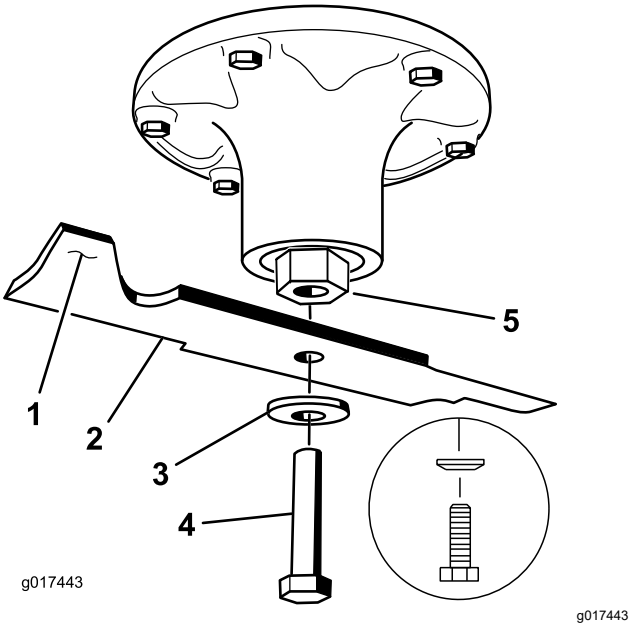

Figuur 78
2. Verwijder de mesbout, de klemring en het mes van de spilas (Figuur 78).
1. Monteer het mes op de as (Figuur 78).
2. Monteer de klemring en de mesbout (Figuur 78).